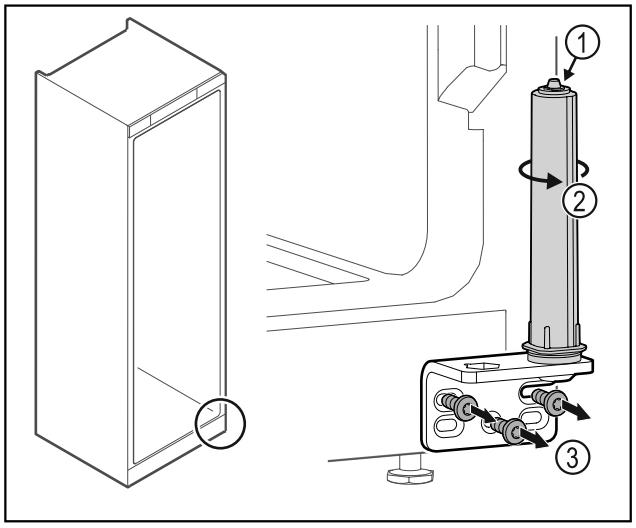

Fig. 29
▶ Не разбирайте систему закрытия двери *Fig. 29 (1)*.
▶ Поворачивайте систему закрытия *Fig. 29 (2)* до щелчка.
▶ Отвинтите шарнирные уголки *Fig. 29 (3)*.